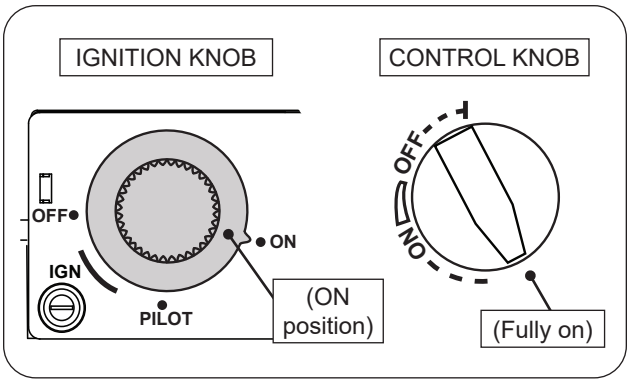

Fig. 27-1 Manual lighting
1. Ensure the pilot is burning. Turn the ignition knob counterclockwise ↶ to **ON** (see Fig. 27-1).
2. Turn the control knob counterclockwise ↶ to the fully **ON** position to ignite the burner (see Fig. 27-1).